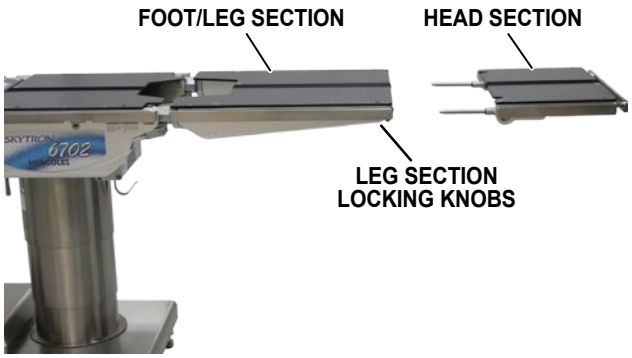

Figure 3-25. Head Section as a Foot Extension
The 6702 table is capable of attaching the head section to the leg section for use as a foot extension ONLY. Two (2) locking knobs are located on the inside of the leg section for securing the head section (Figure 3-25).